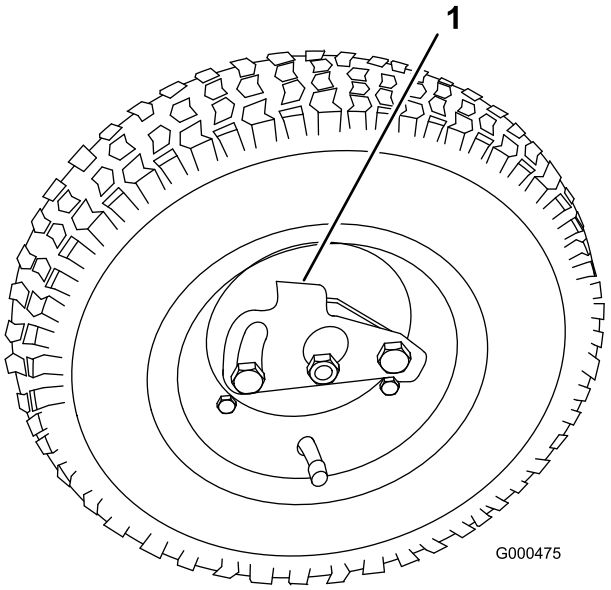

Figur 7
5. Skyv hjulene inn på akselen (Figur 7).
6. Vri hjulets låseklemme bort fra midten på hjulet, slik at det kan komme lenger inn på akselen (Figur 7).